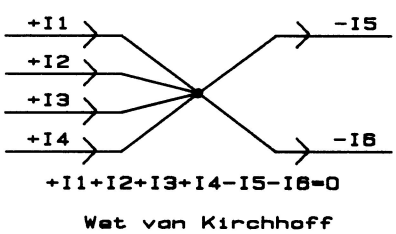

Figuur 8-3.
* De tweede wet van Kirchhoff zegt dat de algebraïsche som van alle stromen die in en uit een punt in een circuit vloeien nul is. Dit is in figuur 8-3 weergegeven. Dit heet ook wel de puntregel. Dit is een uitwerking van het principe van behoud van elektrische lading.